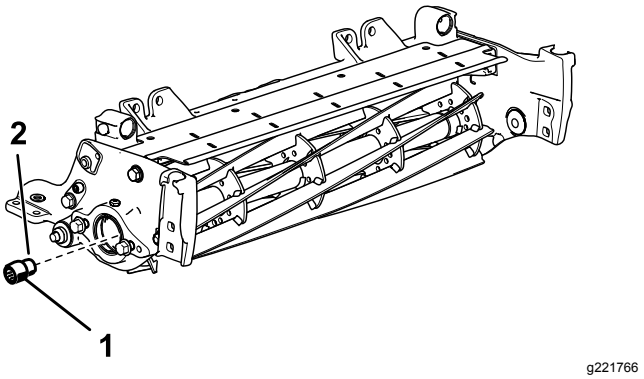

Figura 4
8. Applicate un composto frenafiletti a media resistenza (come Blue Loctite® 243) sui filetti del nuovo inserto scanalato più lungo (Figura 4) e fissatelo all'albero del cilindro solo sul lato motore del cilindro. Serrate l'inserto a un valore compreso tra 115 e 128 N·m.